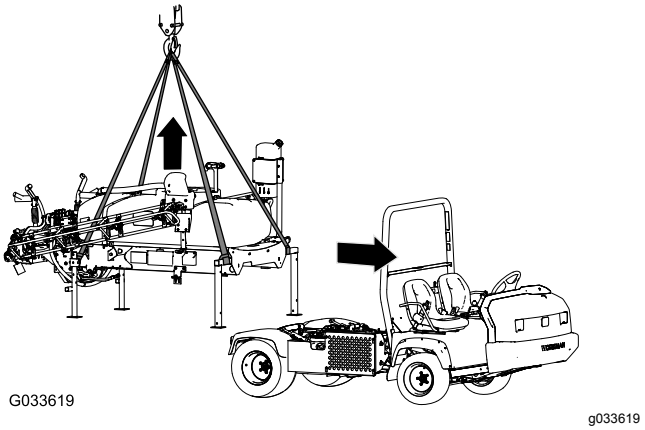

**Figur 135**
1. Senk bommene til ca. 45° og drei dem forover (Figur 135).
5. Fest løfteutstyret til de horisontale rørene på de fremre jekkstøttene og den vertikale tappen på de bakre jekkstøttene (Figur 135).
7. Løft gliderammen til tanken høyt nok til at den ikke berører maskinen lenger (Figur 135).